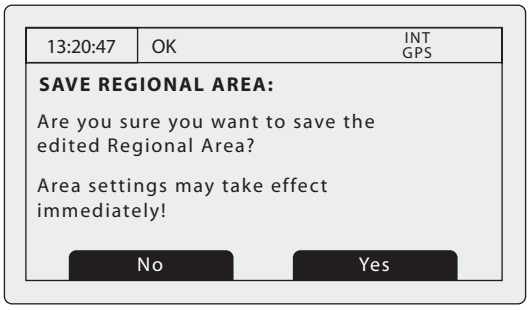

Ilustración 52 Pantalla SAVE REGIONAL AREA (Guardar área regional)
7. Se le pedirá que confirme el almacenamiento de la configuración de área regional mediante la pantalla que se muestra en la Ilustración 52.